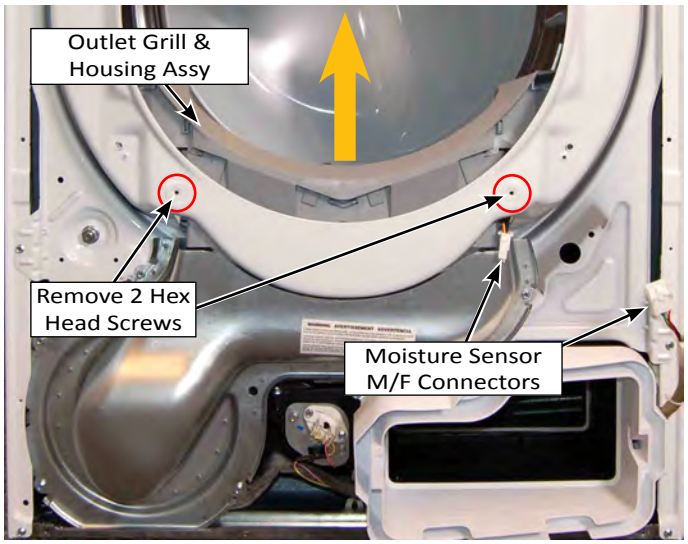

Figure 2
5. Remove two (2) 1/4” hex-head screws securing the Outlet Grill & Housing Assembly to the front bulkhead (see Figure 2).
6. Lift up the Outlet Grill & Housing Assembly from the bulkhead (see Figure 2).